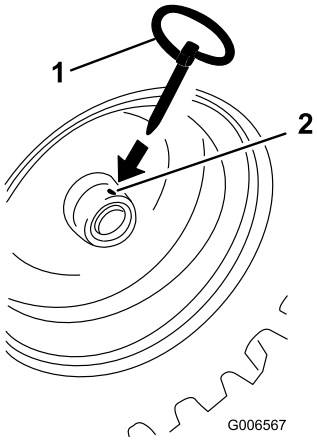

Rysunek 5
8. Wysuń koła na zewnątrz i przełóż każdy kołek przez otwór piasty w każdym kole oraz przez **zewnętrzny** otwór osiowy (Rysunek 5).